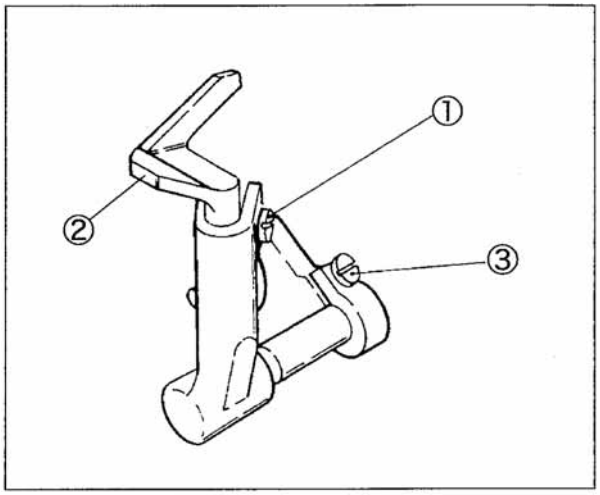

Рис. 6-26
(2) Ослабьте винт ①. Отрегулируйте высоту 1.5 - 2.0 мм от острия иглы до угловой части игольной защиты (передней) ②. (Рис. 6-26, 6-27)
(3) Прочно затяните винт ①. (Рис. 6-26)
(4) Ослабьте винты ① и ③. Отрегулируйте зазор между игольной защитой (передней) ② и левой или правой 0 - 0. 3 мм соответственно. - (Рис. 6-26,6-28)
(5) Прочно затяните винты ① и ③. (Рис. 6-26)